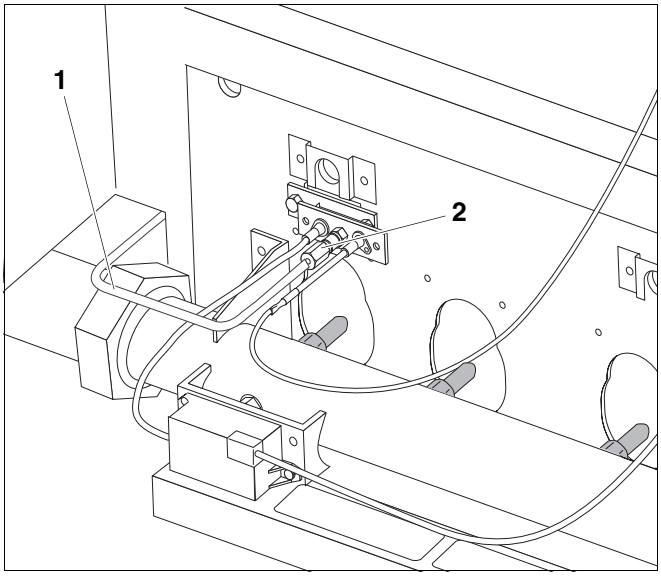

Afb. 28 Inspuiters voor het ontstekingsgas vervangen
- Maak de leiding voor het ontstekingsgas los aan de ontstekingsbrander en vervang de inspuiters voor het ontstekingsgas (afb. 28) door die van de nieuwe gassoort.